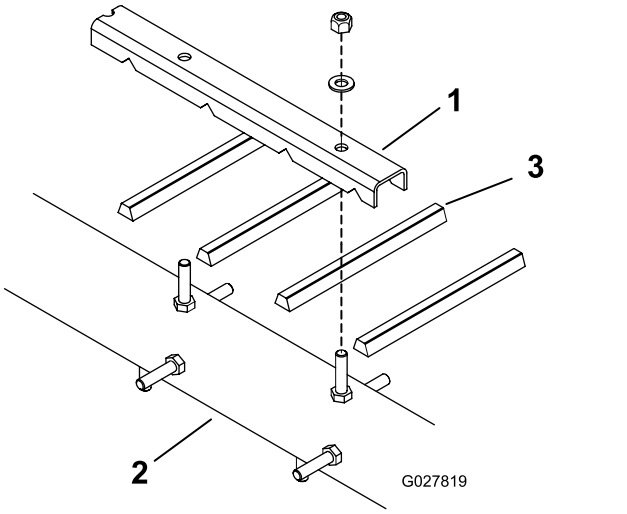
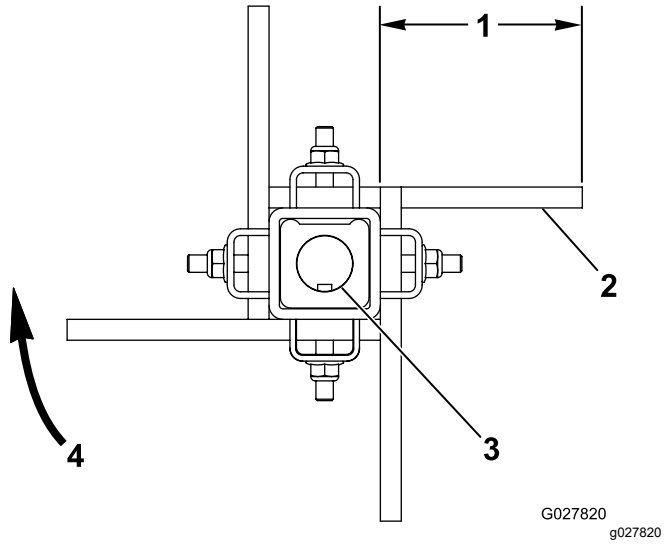

Figure 11
Figure 12
1. Desserrez les écrous et rondelles qui fixent les pince-tiges sur le rotor (Figure 11 et Figure 12).
3. Posez des tiges souples neuves (Figure 11 et Figure 12). Les tiges souples dépassent des pince-tiges d'environ 10 cm.